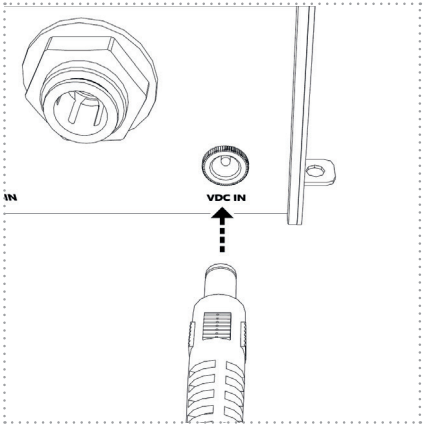

Figure 20
5. Now plug the connector of the power supply cable into the designated socket on the UV unit (Figure 20).